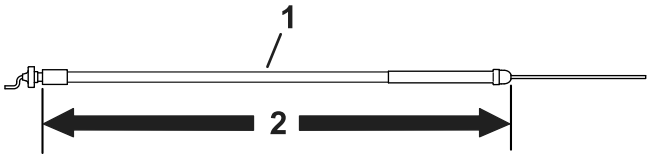

Figur 7
- Brug gaskablet, der er 158,3 cm langt, til alle traktionsenheder med undtagelse af modelnr. 04056. Se Figur 7.